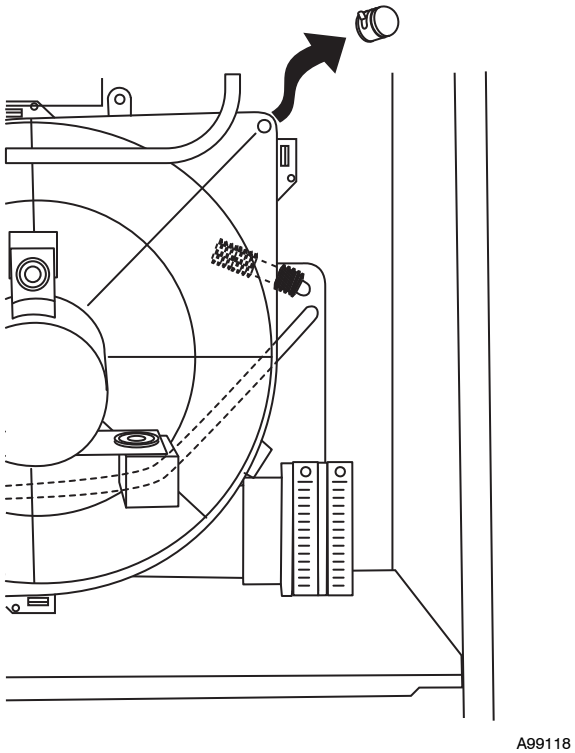

Fig. 47 - Inducer Housing Drain Tube Cap
1. Remove upper inducer housing drain connection cap. (See Fig. 47.)